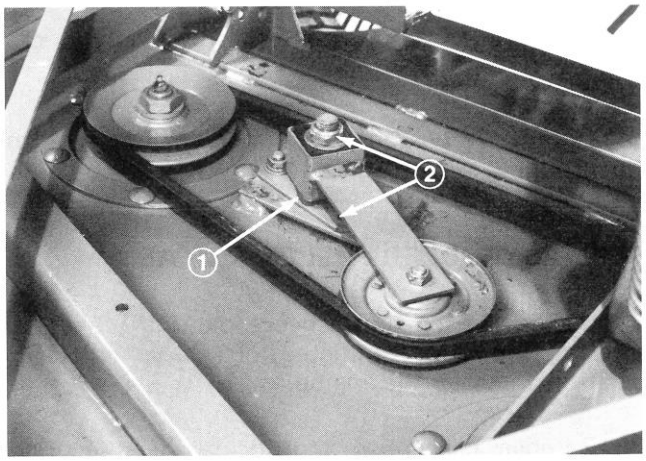

Figure 52
3. Loosen two nuts securing idler plate in place (Fig. 52) and remove old belt from pulleys.
3. Loosen two nuts securing idler plate in place (Fig. 52). Belt tension will be released when nuts are loosened.